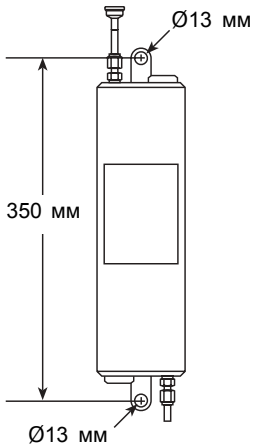

Рис. 3
- Холодильник должен монтироваться вертикально. Используйте скобы на корпусе. (см. Рис. 3).